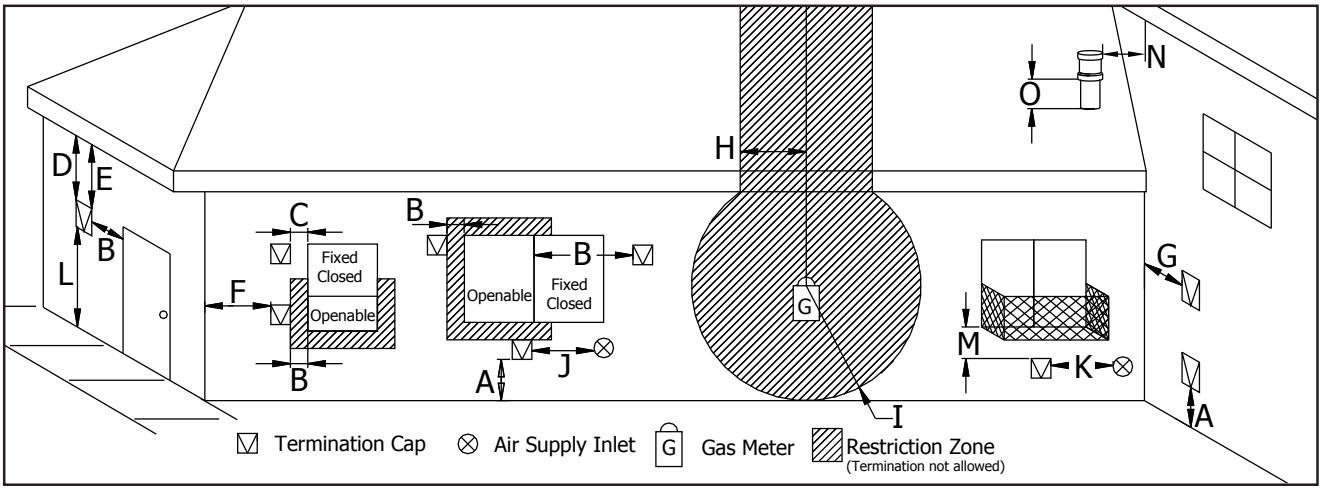
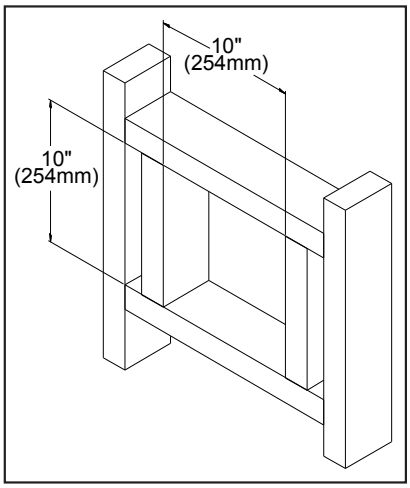

Figure 23: Vent Termination Restrictions, refer to Table 7.
Figure 29: Wall Framing Hole for Horizontal Installation.
Table 7: Vent termination clearances, refer to Figure 23.
3. With the pipe attached to the stove in the correct location, mark the wall for a 10" (25.4cm) x 10" (25.4 cm) square hole (refer to Figure 29). The center of the square hole should match the center line of the horizontal pipe. Cut and frame the 10" (25.4cm) x 10" (25.4cm) hole in the exterior wall where the vent will be terminated. Refer to Figure 23 and Table 7. If the wall being penetrated is constructed of non-combustible material i.e. masonry or concrete, a 7" (17.8cm) hole is acceptable.
Cut a 10" (25.4 cm) minimum hole in the wall to maintain clearances to combustibles. Frame hole as shown in Figure 29.